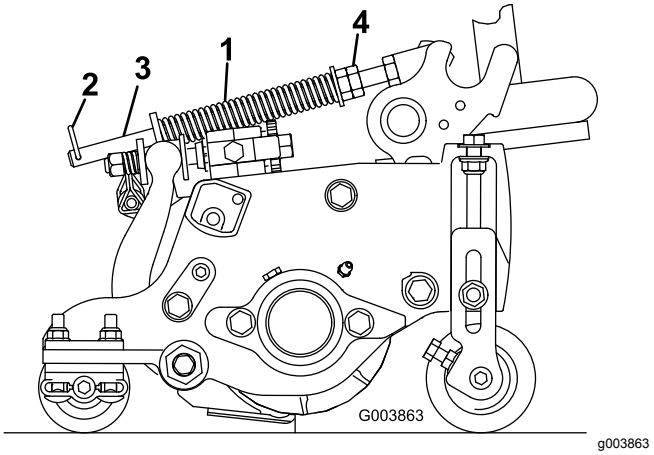

**Figur 15**
Plænekompensationsfjederen overfører vægt fra forrullen til bagrullen (Figur 15). Dette medvirker til at reducere dannelsen af et bølgemønster i plænen, også kaldet ondulation.
1. Sørg for, at låseclipsen er monteret i det bageste hul i fjederstangen (Figur 15).
2. Stram sekskantmøtrikkerne på forenden af fjederstangen, indtil fjederens sammentrykkede længde er 12,7 cm på 12,7 cm-klippeenheder, eller 15,9 cm på 17,8 cm-klippeenheder (Figur 15).